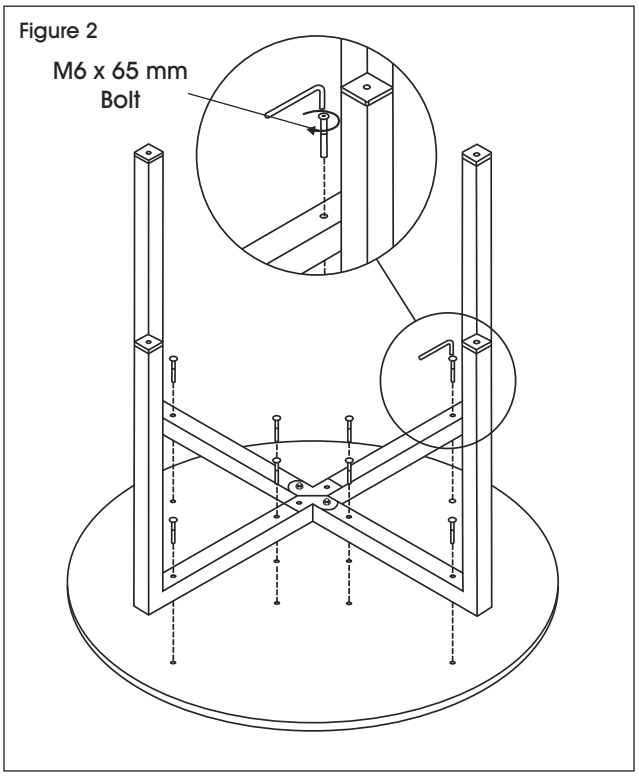

Figure 2
2. Place tabletop on ground with underside facing up. Flip over assembled frame and align holes on tabletop with holes on frame. Attach using eight M6 x 65 mm bolts. (See Figure 2)
2. Placez la surface de table au sol, face inférieure vers le haut. Tournez le cadre de table à l'envers et alignez les trous de la surface de table sur ceux du cadre. Fixez le tout avec huit boulons M6 x 65 mm. (Voir Figure 2)